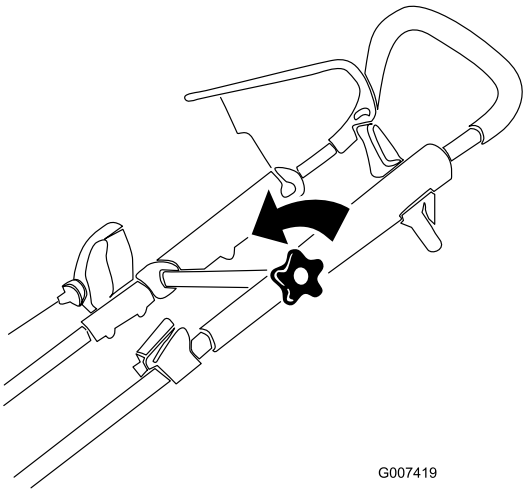

Bild 12
1. Lösen Sie das Handrad des oberen Bügels (Bild 12).